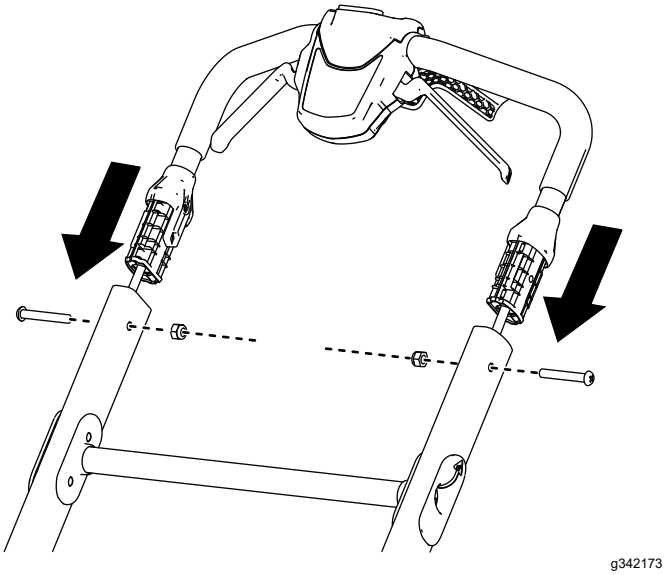

Rysunek 4
1. Zamontuj górny zespół uchwytu w dolnych elementach uchwytu i przymocuj go przy użyciu dwóch śrub i dwóch nakrętek zabezpieczających — patrz Rysunek 4.